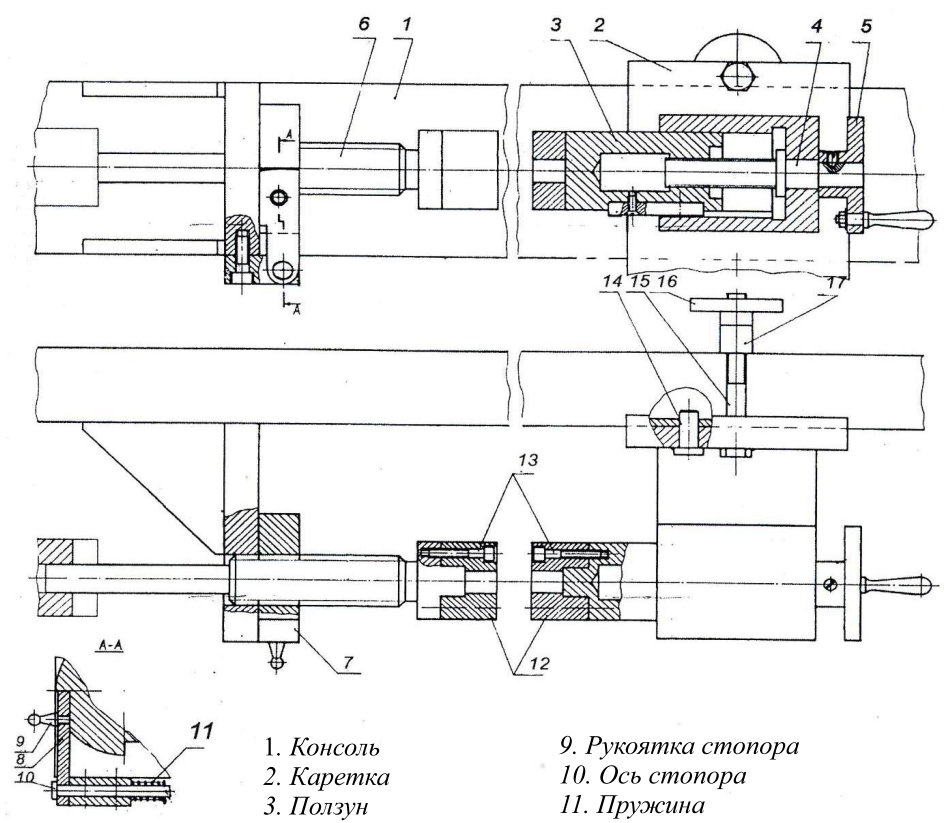

Рис.5
7.4.1. Установить каретку (9) на консоль (14) (см. рис.5) в положение, соответствующее желаемой длине элемента, и закрепить его.